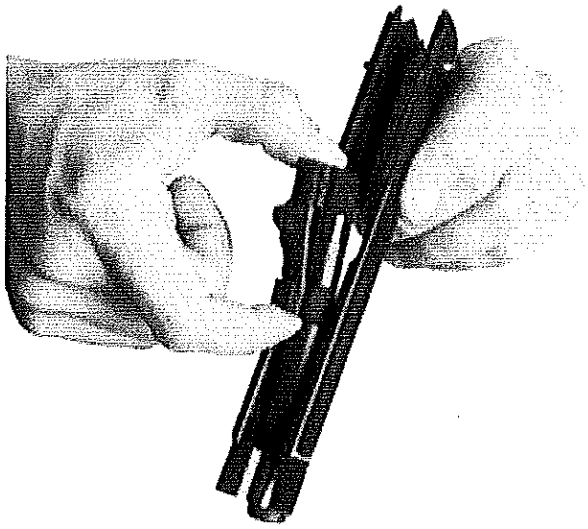

Figure 1-25. Removing the Barrel Assembly.
4. Push in on the locking block plunger with the firing-side index finger while pushing the barrel forward slightly. Lift and remove the locking block and barrel assembly from the slide (see fig. 1-25 on page 27). This is the furthest the Marine is authorized to disassemble the weapon. Any further disassembly is to be performed by ordnance personnel only.